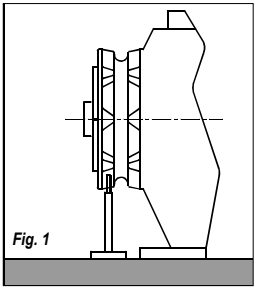

Fig. 1
3. Pour les guindeaux à axe horizontal (voir Fig. 1), réaliser le trou sur la circonférence externe du barbotin.